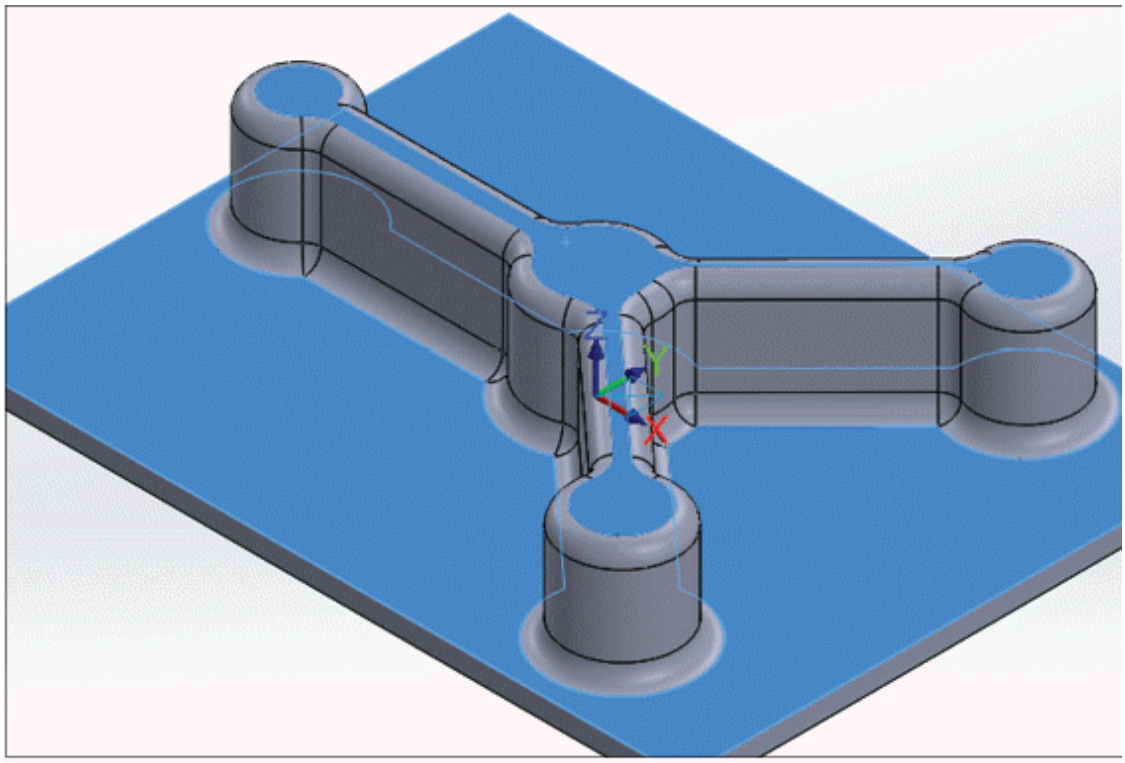

Figure-58. Faces selected for horizontal area HST
- Select the machining geometry and avoidance geometry objects as discussed earlier; refer to Figure-58.